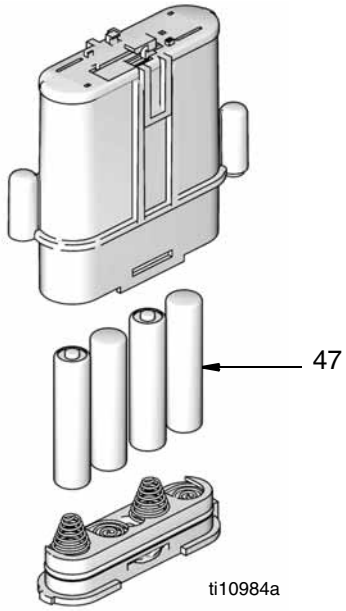

FIG. 28
- Assurez-vous de respecter la polarité lors de l'installation des batteries dans le compartiment des batteries (FIG. 28). L'inversion des batteries peut endommager le compteur.
3. Installez de nouvelles piles. Voir FIG. 28 pour l'orientation.des batteries.